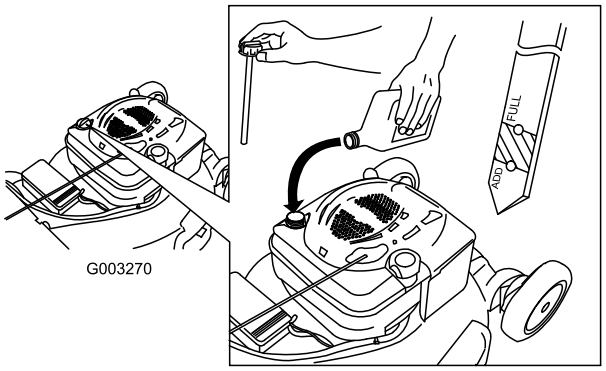

Figura 11
1. Retire la varilla, límpiela, y vuelva a colocarla (Figura 11).
2. Retire la varilla y compruebe el nivel de aceite (Figura 11). Si el nivel de aceite está por debajo de la marca Add de la varilla, vierta **lentamente** aceite en el tubo de llenado hasta que el nivel llegue a la marca Full de la varilla. **No llene demasiado.** (Capacidad máxima: 0,59 l, tipo: SAE 30W, aceite detergente con clasificación de servicio API SF, SG, SH, SJ, SL o superior.)